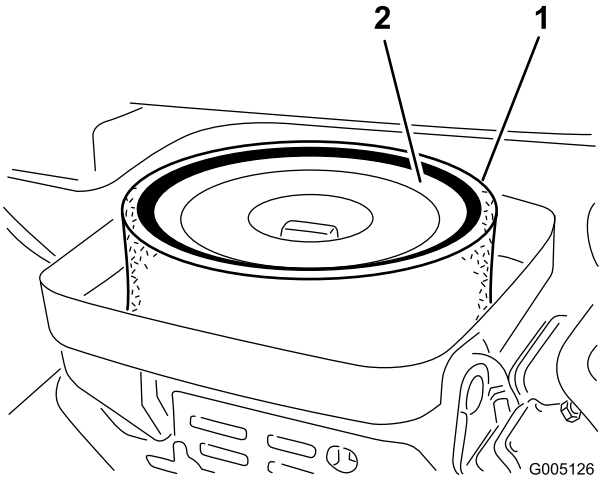

Figuur 41
4. Als het schuimelement vuil is, moet u dit verwijderen van het papierelement (Figuur 41) Dit moet grondig worden gereinigd. Ga hierbij als volgt te werk: